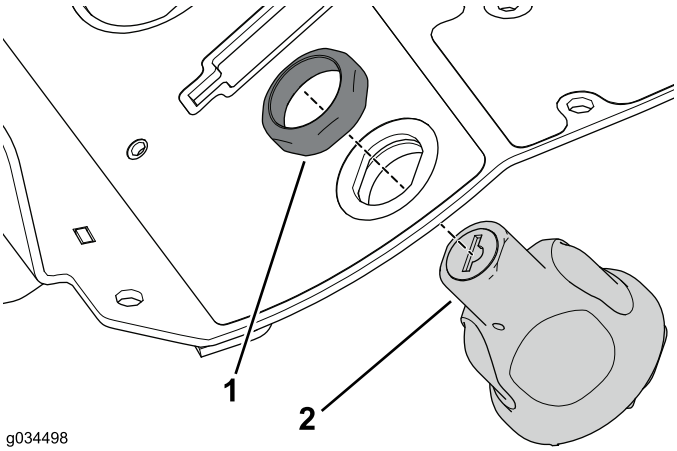

**Figura 29**
4. Utilize a porca de retenção que retirou anteriormente para prender o interruptor da ignição ao conjunto da consola (Figura 29).